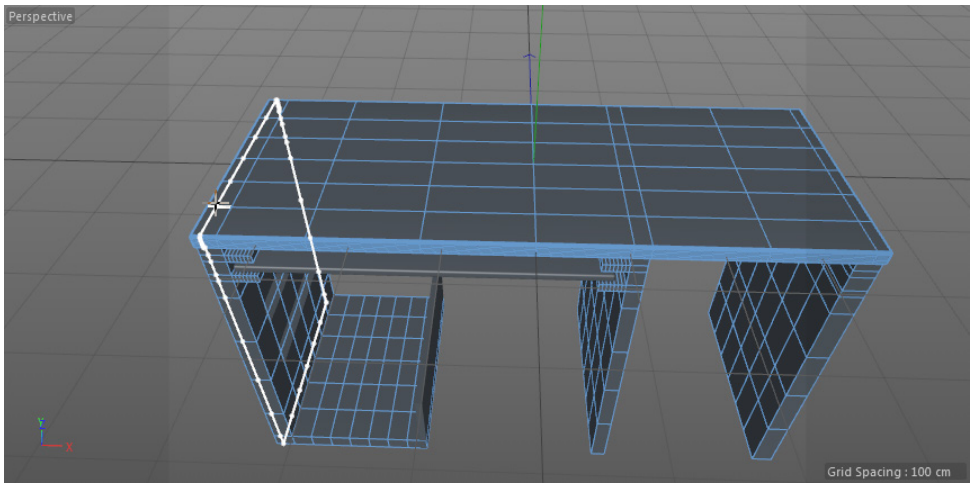
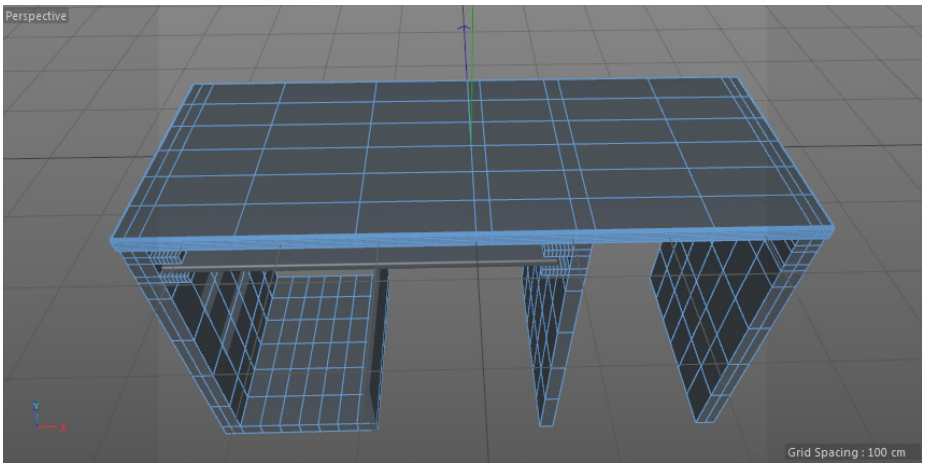

Figure 3-96 *New edge loop created*
Figure 3-97 *Another edge loop added to the Computer table*
3. Make sure the **Enable Snap** tool is not chosen in the Modes Palette. Next, click to create a new edge loop, refer to Figure 3-96. Again, create one more edge loop using the **Loop/Path Cut** tool, as shown in Figure 3-97.